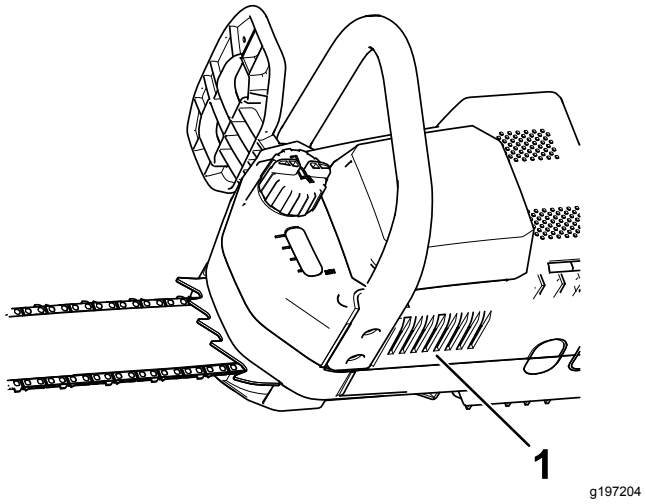
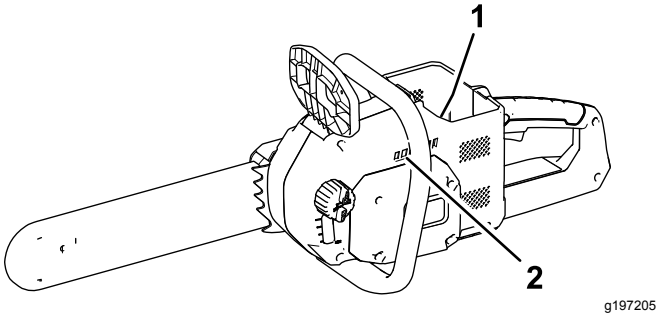

Figura 5
Figura 6
1. Compruebe que los orificios de ventilación de la motosierra (Figura 5 y Figura 6) están libres de polvo y residuos.